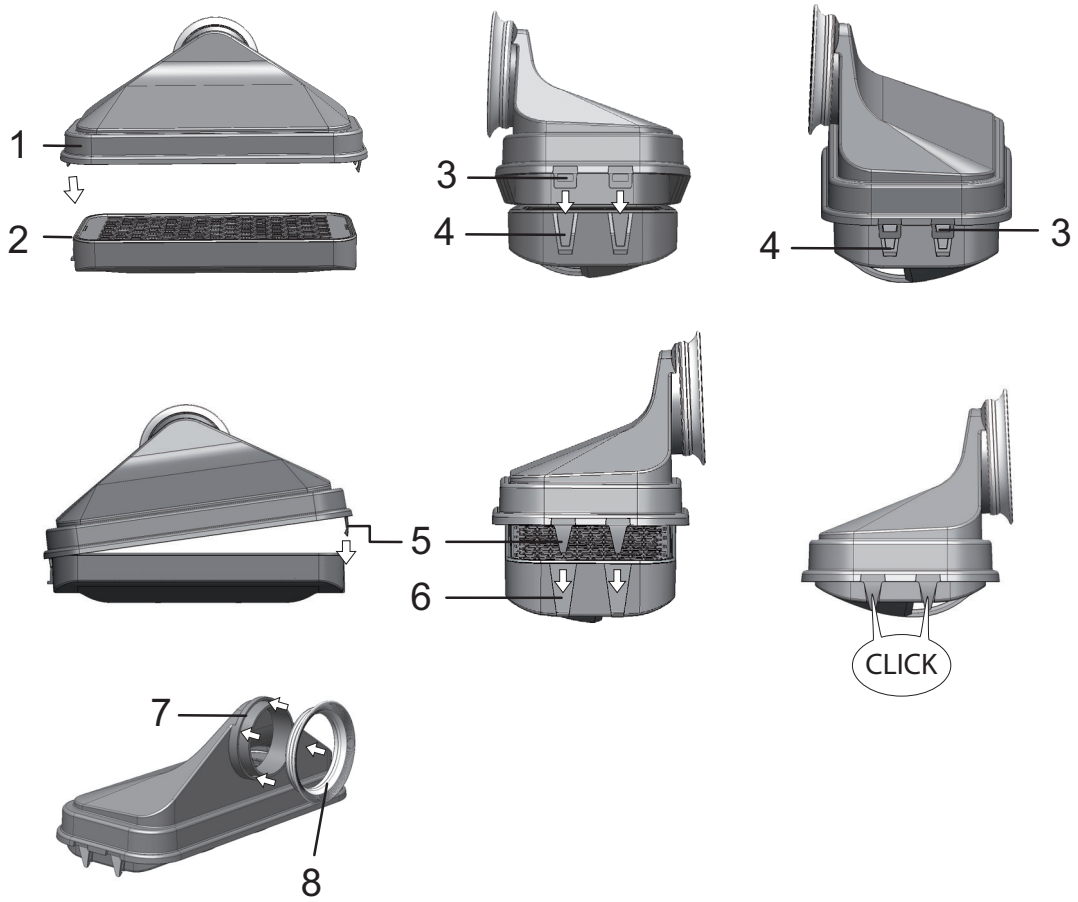
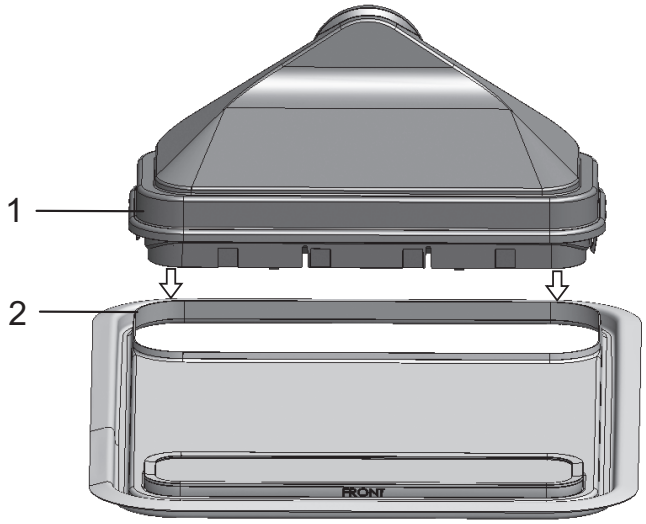

图 4-5. 安装 HEPA 过滤器和空气盒
图 4-6. 将空气盒安装到水箱盖子上
将 HEPA 过滤器 (2/ 图 4-5) 从下面装入到空气盒 (1/ 图 4-5) 中。 空气盒位于水箱盖子上的底座 (2/ 图 4-6) 上，将其推到通风扇入口。
1. 将 HEPA 过滤器 (2/ 图 4-5) 放到平整表面上。
2. 将空气盒 (1/ 图 4-5) 向左倾斜，用左边的接片 (3/ 图 4-5) 引入到 HEPA 过滤器 (4/ 图 4-5) 的相应槽中。
3. 将空气盒右边的接片 (5/ 图 4-5) 啮合到 HEPA 过滤器的卡槽 (6/ 图 4-5) 中。
4. 将密封件 (8/ 图 4-5) 装入到空气盒的管接头的槽 (7/ 图 4-5) 中，并将其整个周围压紧。
5. 将空气盒 (1/ 图 4-6) 安装到水箱盖子上的底座 (2/ 图 4-6) 上。